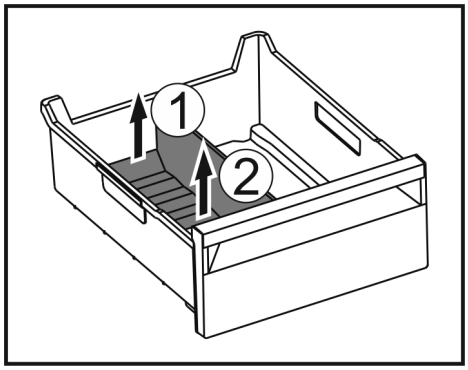

Fig. 186
▶ Emelje meg a jégrekesz-elválasztó hátsó részét. *Fig. 186 (1)*
▶ Vegye ki a jégrekesz-elválasztót felfelé. *Fig. 186 (2)*